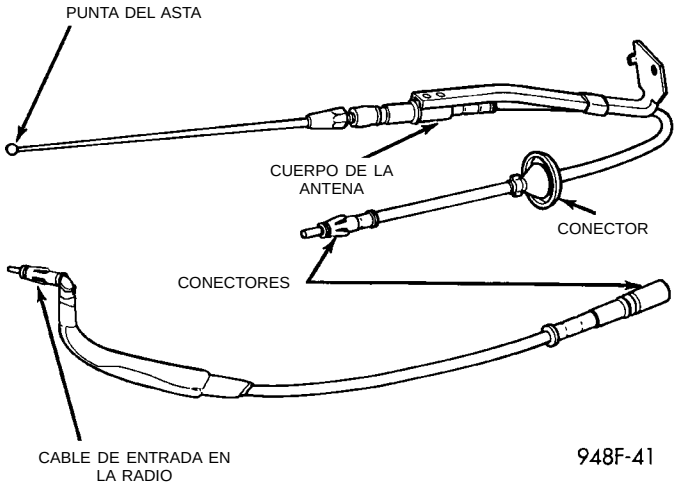

Fig. 2 Puntos de prueba en banco de la antena
(1) Debe haber continuidad entre la punta del asta y el cable de entrada en la radio (Fig. 2).
(2) No debe observarse continuidad ni resistencia demasiado elevada, de varios megaohmios, entre el casco de masa del conector y la espiga del extremo de la radio.
(3) Debe observarse continuidad entre el casco de masa del conector y el soporte de instalación. **Durante los pasos 1, 2 y 3 mueva el cable en toda su extensión para detectar si se producen cortocircuitos o circuitos abiertos intermitentes.**